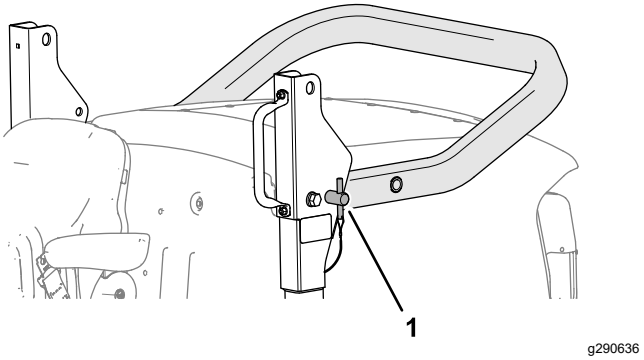

**Figur 28**
2. Fjern styrtbøjlestifterne fra aksebeslagene (Figur 28).